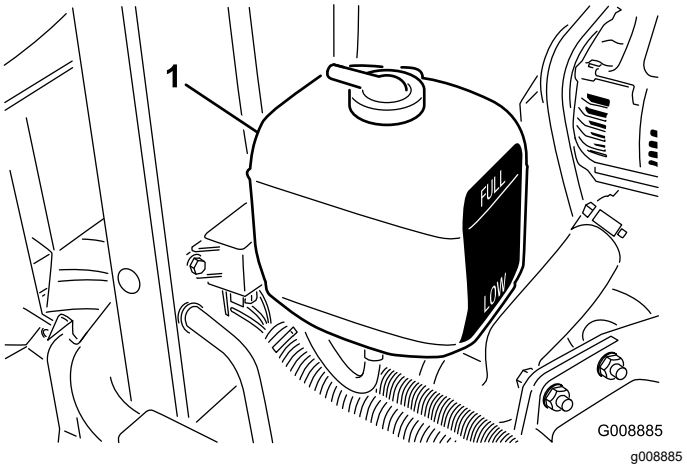

Figur 31
2. Kontrollera kylvätskenivån i expansionstanken (Figur 31). När motorn är kall bör kylmedelnivån ligga halvvägs mellan markeringarna på sidan av tanken.